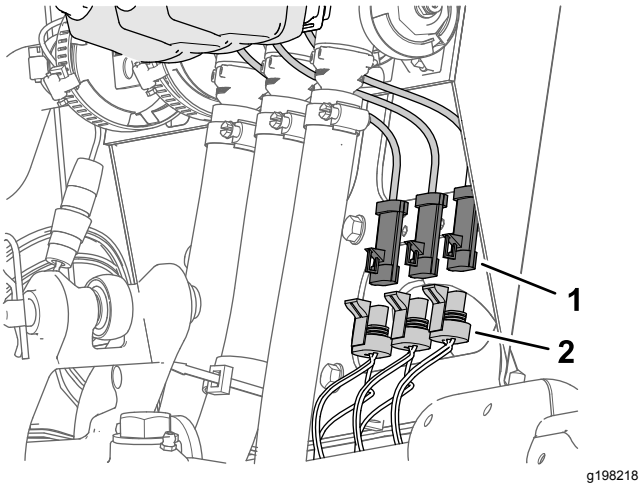

Rysunek 29
1. Odłącz złącza 3-stykowe gniazdowe oznaczone jako LEWY ZAWÓR ZRASZANIA, ŚRODKOWY ZAWÓR ZRASZANIA oraz PRAWY ZAWÓR ZRASZANIA wiązki przewodów maszyny od złączy 3-stykowych 3 siłowników zaworów zraszania (Rysunek 29).